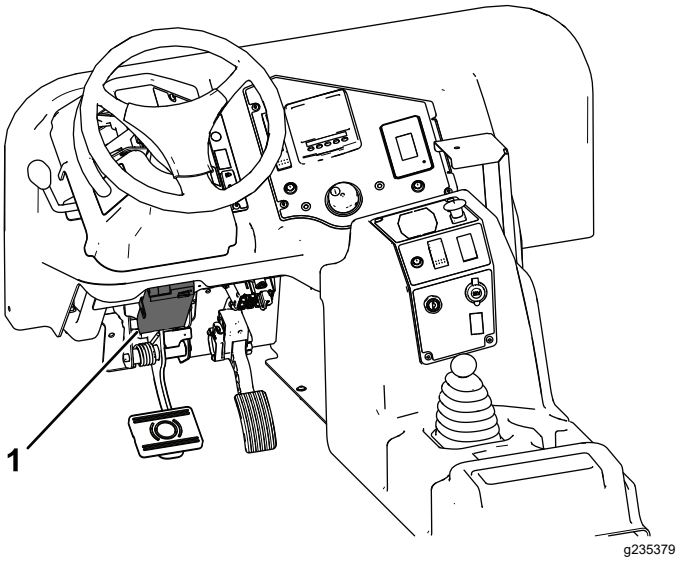

Figur 8
1. Fäst bromsstyrenheten (Figur 8) på instrumentbrädans nedre vänstra sida med de två bultarna (nr 10 x ⅞ tum) och muttrarna (nr 10).